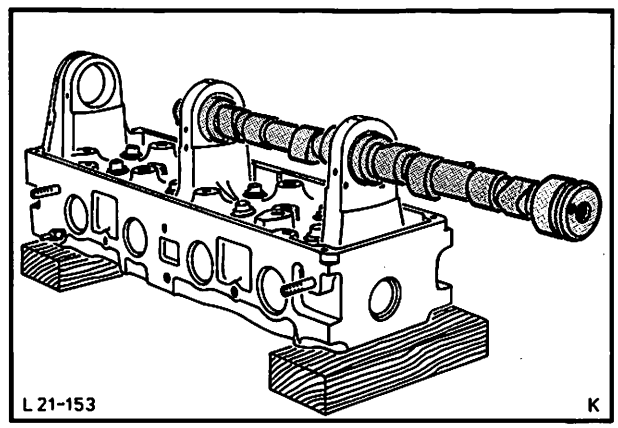

Abb. 220 Nockenwelle einbauen
12. Nockenwelle vorsichtig vom hinteren Lager her einbauen, Abb. 220. Halteplatte anschrauben und Axialspiel-Nockenwelle mit einer Tastuhr messen (siehe Technische Daten).